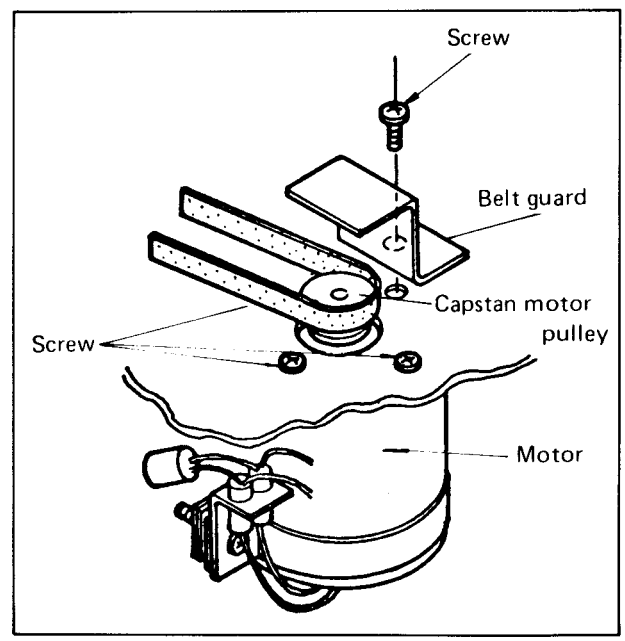

Fig. 4-21 Capstan motor replacement
1. Remove the four screws and belt guard fom the chassis as shown in Fig. 4-21.